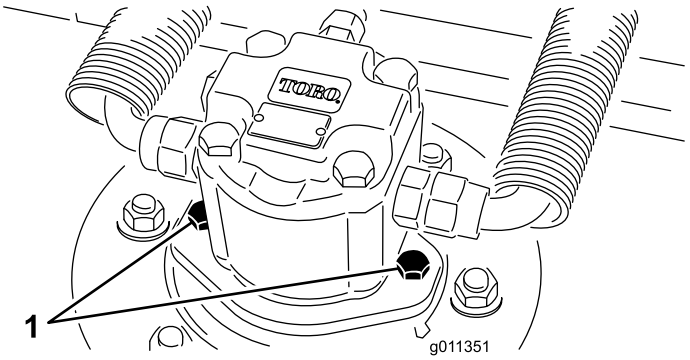

Figur 61
2. Koppla ur och avlägsna hydraulmotorn från däcket (Figur 61). Täck över spindelns ovandel för att förhindra förorening.
4. Montera hydraulmotorn på däcket (Figur 61). Se till att O-ringen sitter i rätt läge och är i bra skick.